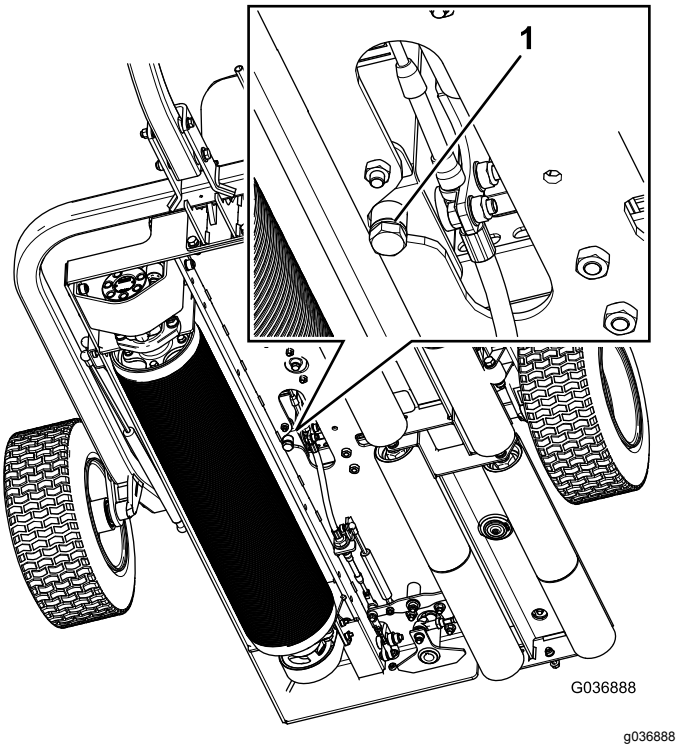

Figuur 35
1. Plaats een opvangbak onder de aftapplug van de hydraulische tank (Figuur 35).
2. Verwijder de aftapplug aan de onderkant van de tank (Figuur 35).